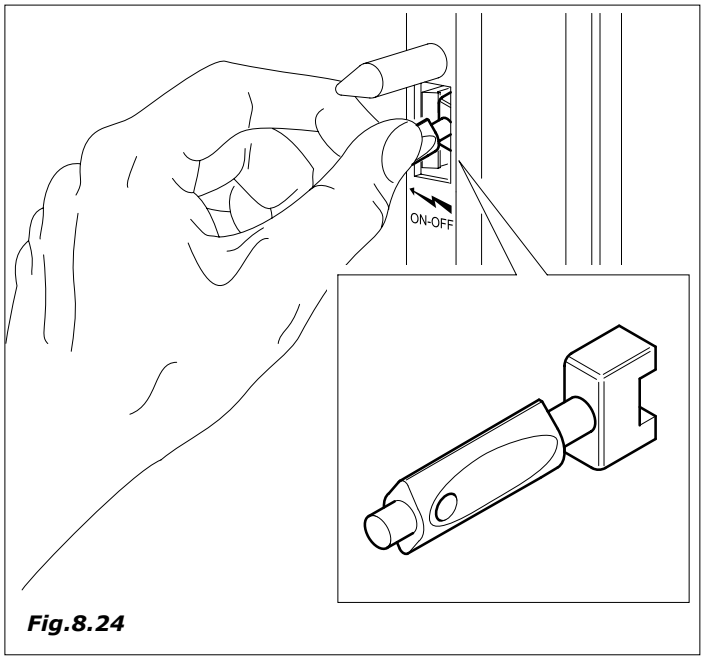

Fig.8.24
- introduzir a chavinha no interruptor porta *(Fig.8.24)*